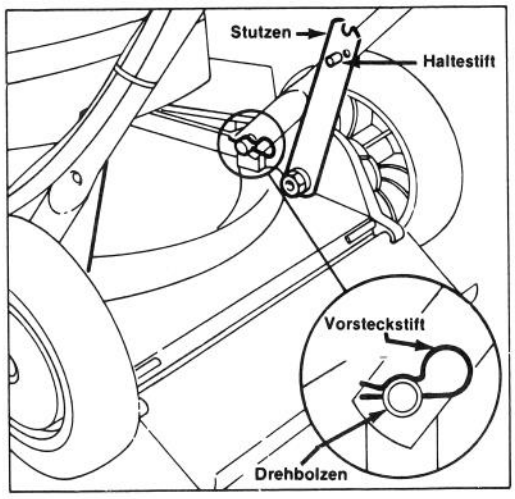

Abbildung 1
1. UNTERE SCHIEBESTANGEN (Abb. 1) — Enden der Schiebestangen zusammendrükken und auf die Drehbolzen stecken. Schiebestange und Haltestutzen nach hinten bewegen, bis die Stifte an der Schiebestange in die mittleren Löcher einrasten. Vorsteckstifte durch die Löcher der Drehzapfen stecken.